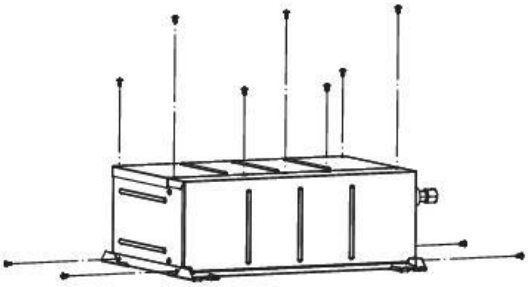

Fig. 4-6
4.2. Piping direction change work procedures (Fig. 4-6 (1)~(8))